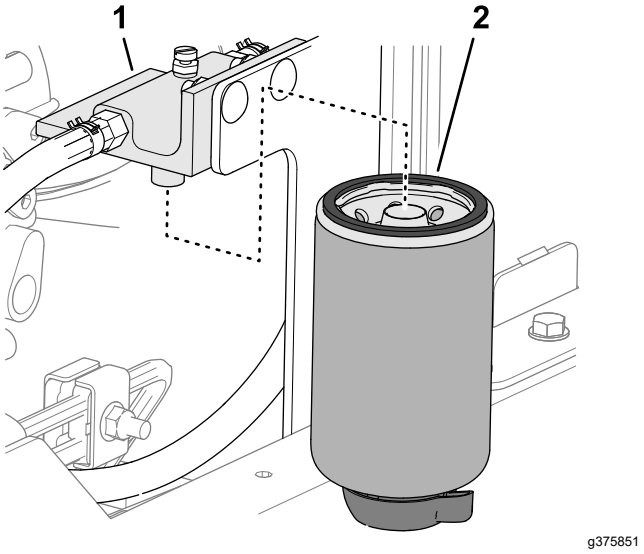

Рисунок 116
2. Очистите головку и корпус фильтра (Рисунок 116).